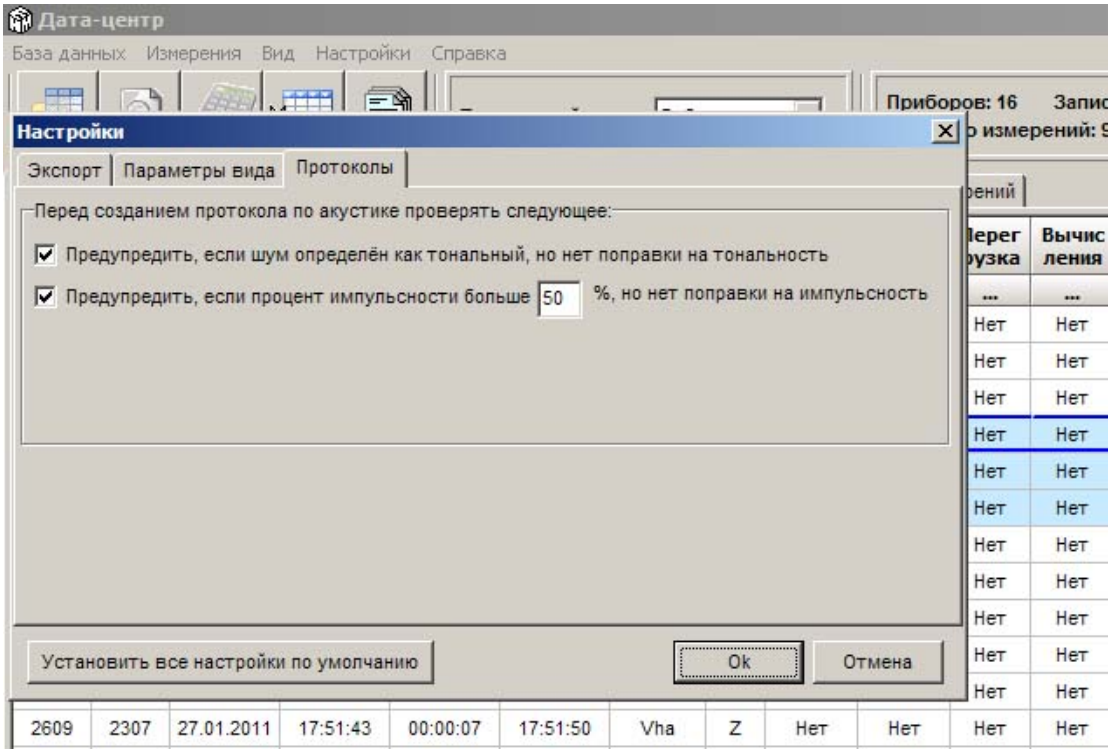

Рисунок 3.7. Контроль применения поправок.
3.1.4.3. В закладке «Протоколы» задаются условия проверки соответствия поправок и типа шума, рис. 3.7.